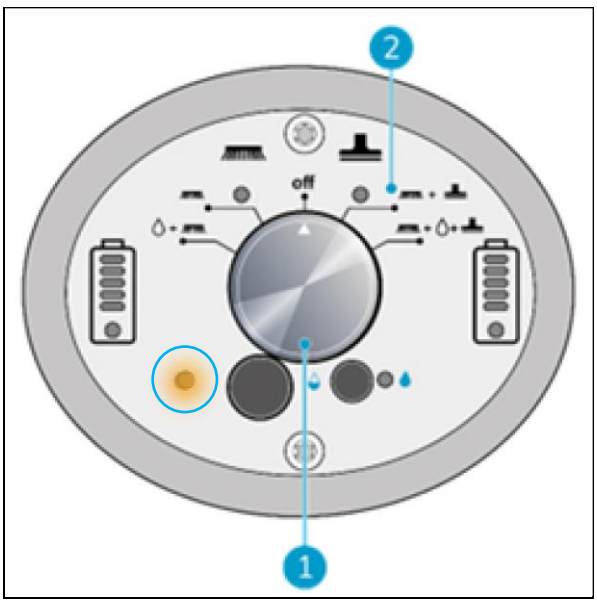

Abbildung 23
1. Die Winkelwarnanzeige blinkt in dem blau eingekreisten Bereich, sobald der Bediener unter 32 Grad sinkt. Die Kontrollleuchte leuchtet auf und die Wasserrückgewinnung wird unterbrochen. Wenn der Griff über 32 Grad angehoben wird, läuft der Saugmotor nach 5 Sekunden wieder an. (Abbildung 23)